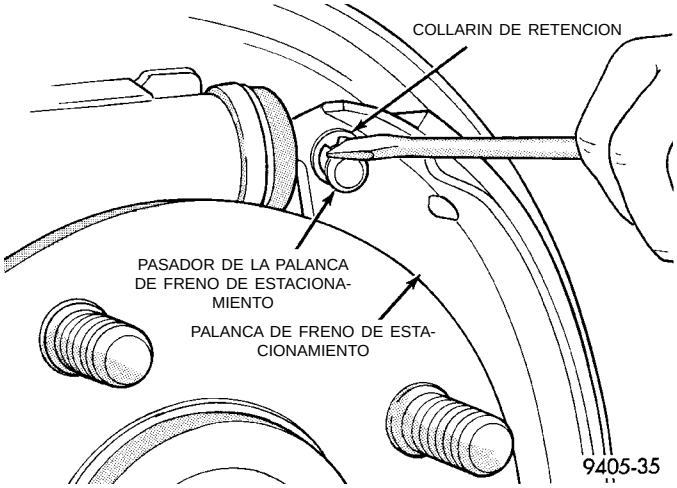

Fig. 85 Collarín de retención del pasador de la palanca de freno de estacionamiento en la zapata de freno
(9) Retire el collarín de retención del pasador de la palanca de freno de estacionamiento en la zapata de freno trasero (Fig. 85).